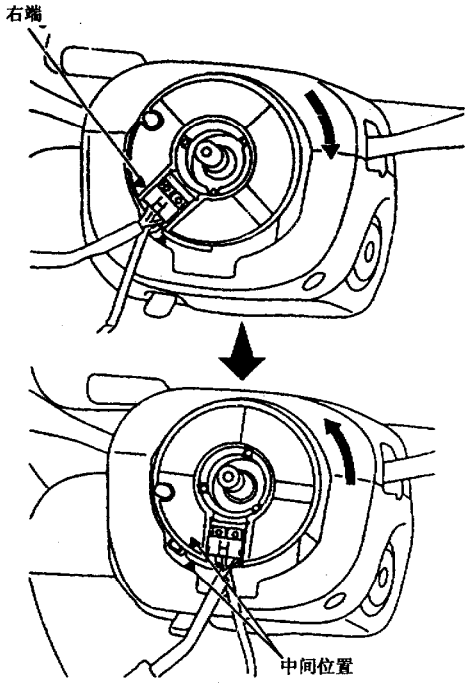

图 16-2-10 使螺旋线处于中间位置
(1) 把前轮置于直线行驶位置。
(2) 如图 16-2-10 所示，把螺旋线从右端位置向左转三圈半，使螺旋线处于中间位置。